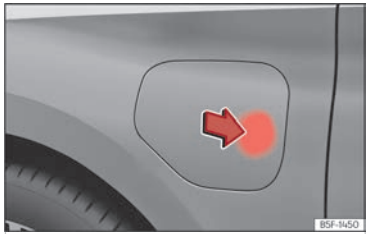

Fig. 59 Apertura de la tapa de la toma de carga.
- Presione sobre la tapa de la toma de carga de la batería por la zona de la flecha para abrirla ››› **fig. 59**.